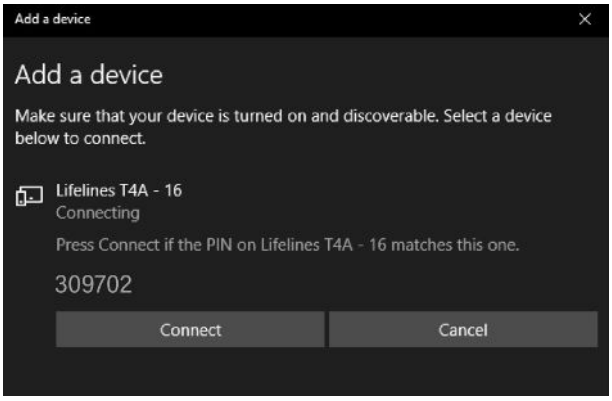

*Figure 8: Bluetooth pairing*
4. A code will be displayed on the PC and on the T4A, as shown below (Figure 8).